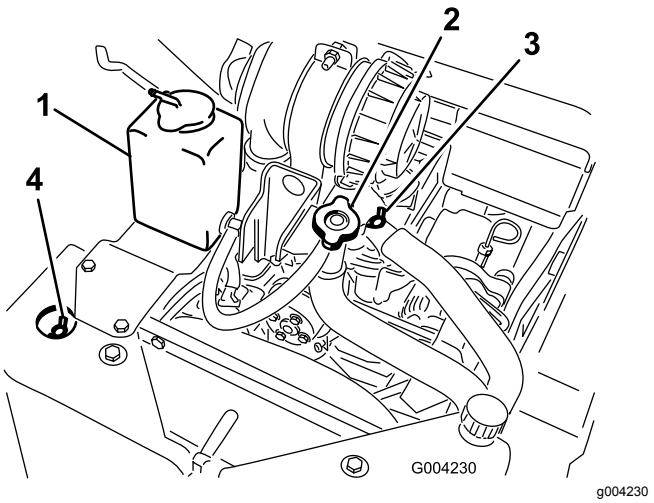

Figura 51
A. Retire el tapón de llenado de refrigerante (Figura 51).
B. Abra las válvulas de purga de refrigerante delantera y superior (Figura 51).
C. Vierta refrigerante por el cuello de llenado de refrigerante hasta que el refrigerante empiece a salir de la válvula de purga de refrigerante delantera (Figura 51).
D. Cierre la válvula de purga de refrigerante delantera (Figura 51).
E. Vierta refrigerante por el cuello de llenado de refrigerante hasta que el refrigerante empiece a salir de la válvula de purga de refrigerante superior (Figura 51).
F. Cierre la válvula de purga de refrigerante superior (Figura 51).
G. Vierta refrigerante en el cuello de llenado de refrigerante hasta que el nivel de refrigerante llegue al cuello de llenado (Figura 51).
H. Coloque el tapón de llenado de refrigerante (Figura 51).